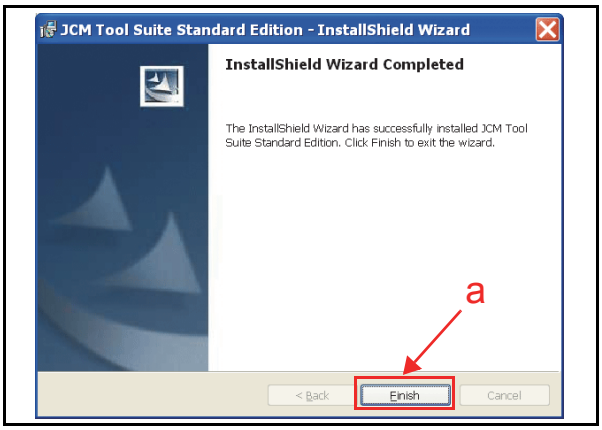

Figure 6-8 Installation Completion Screen
7. Once installation is complete, the "InstallShield Wizard Completed" Screen shown in Figure 6-8 will appear.